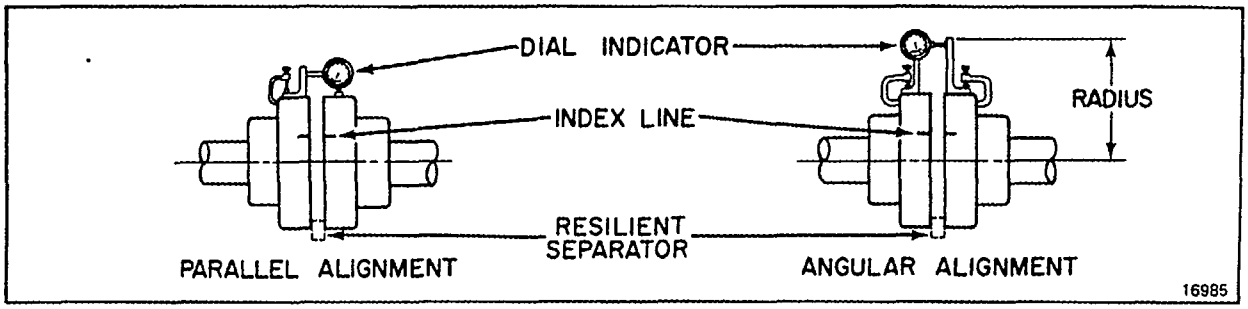

Figure 3. Test Alignment, Dial Indicator
b. Test for parallel and angular alignment one plane at a time (horizontal and vertical) with a dial indicator as shown in Figure 3.
Flexible Coupling. Separate the coupling and mount a dial indicator as shown in Figure 3. (Check alignment as previously discussed.)